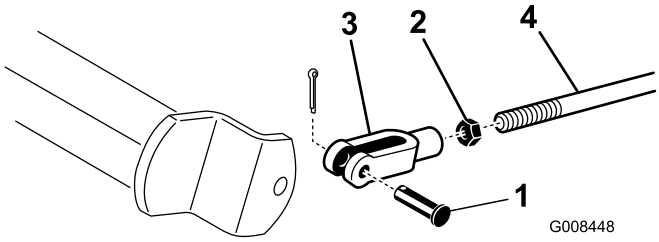

Figuur 46
2. Als de remmen niet in gelijke mate blokkeren, maakt u de remstangen los door de borgpen en de gaffelpen te verwijderen (Figuur 46).
3. Draai de contramoer los en stel de gaffel af (Figuur 46).
4. Monteer de gaffel aan de remas (Figuur 46).